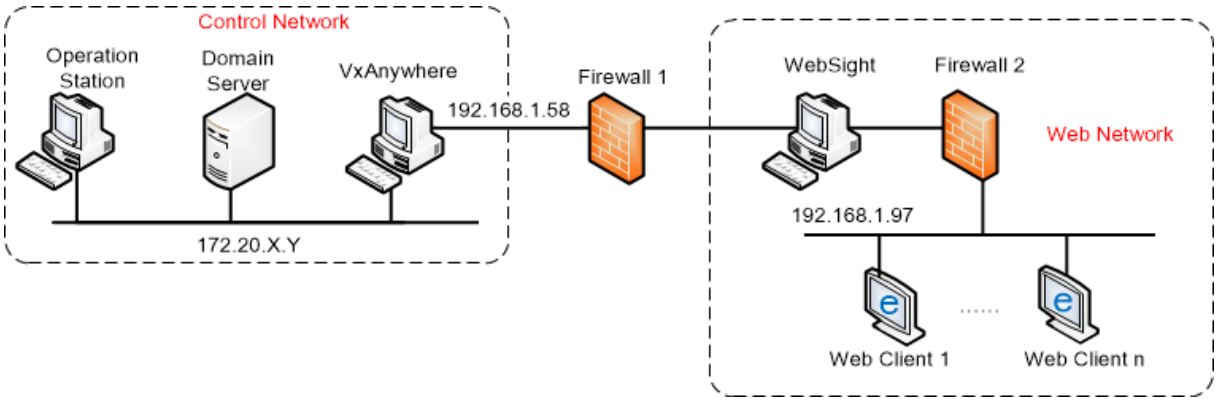

Figure 1-1 Typical network diagram of WebSight deployment
- **Hereinafter the configuration items are the marked addresses in Figure 1-1.**